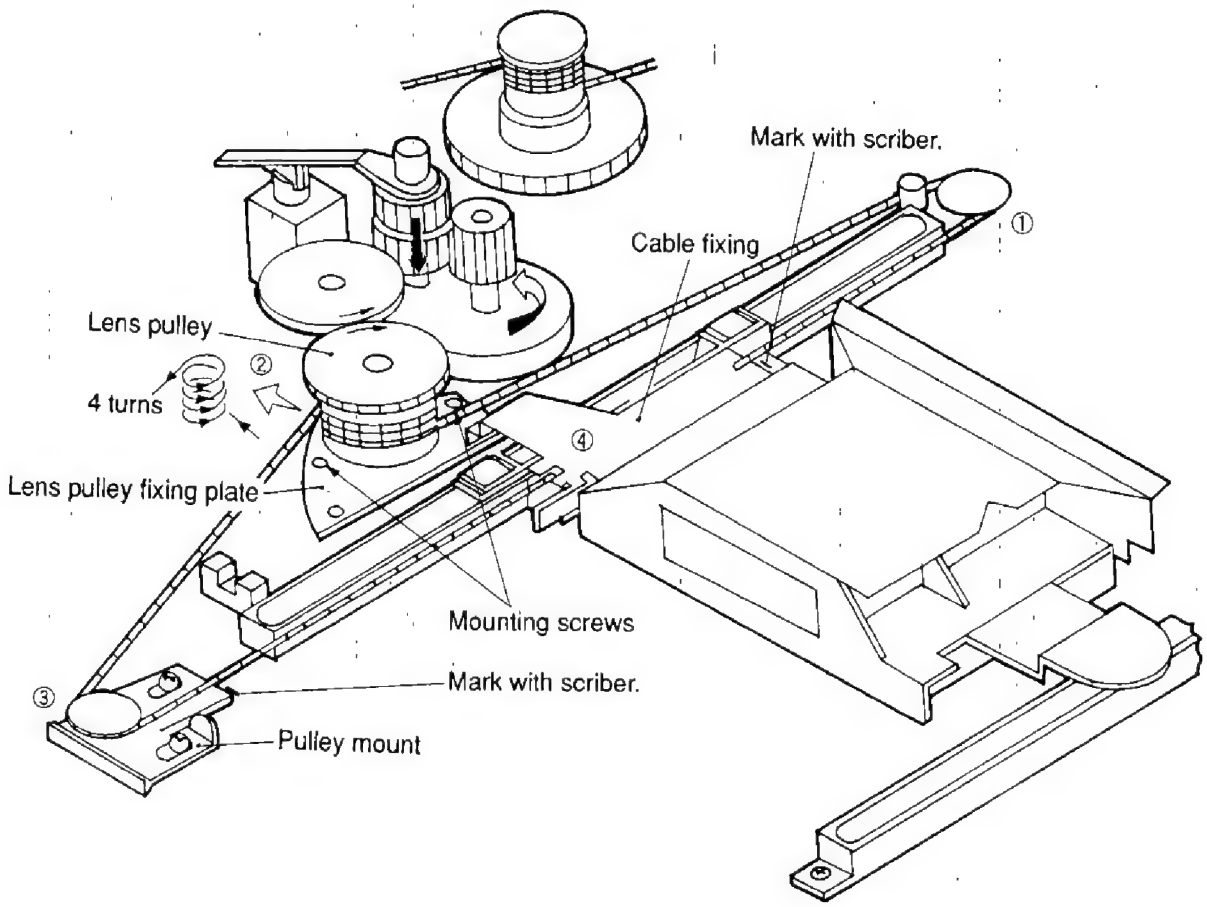

Figure 4-12
1) Remove the tow screws that hold the lens pulley mount in place, and detach the lens pulley; see Figure 4-12.
2) Wind the lens cable around the lens pulley as shown in Figure 4-12; then, fix it using two screws.